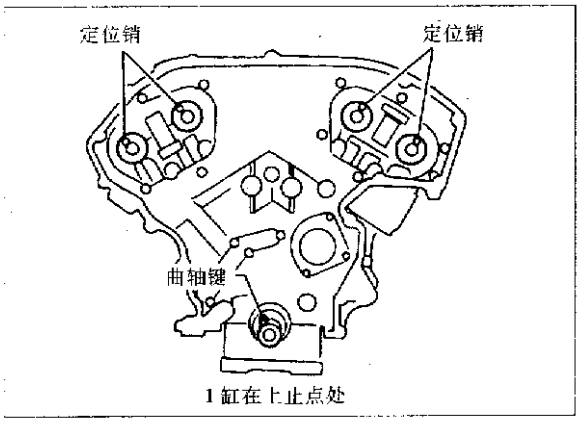

图 2-4-28
(2) 见图 2-4-28，曲轴的位置应确保 1 缸处于压缩冲程的上止点。